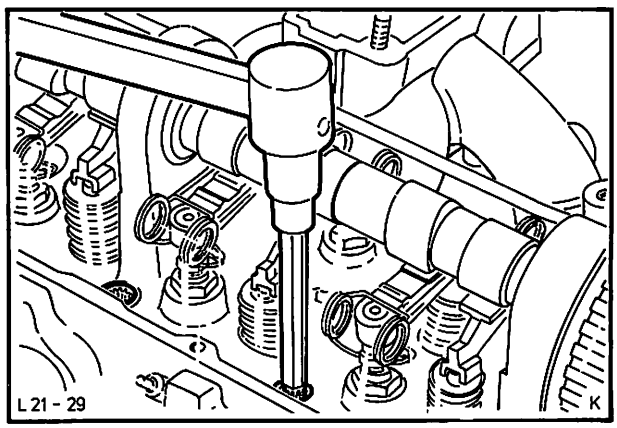

Abb. 38 Zylinderkopf mit Spezialwerkzeug 21-002 abschrauben
12. Zylinderkopfschrauben (10) mit Spezialwerkzeug 21-002 herausschrauben, dabei den Zylinderkopf in umgekehrter Reihenfolge wie beim Anziehen lösen, Abb. 38 (Anzugsreihenfolge siehe Abb. 71).